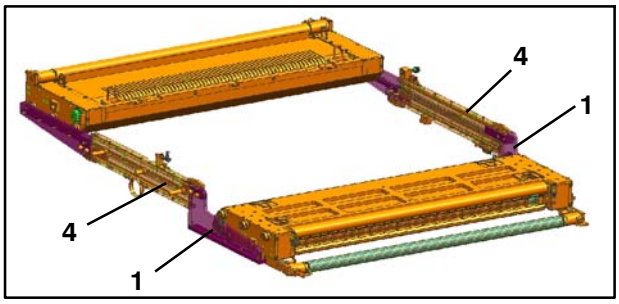
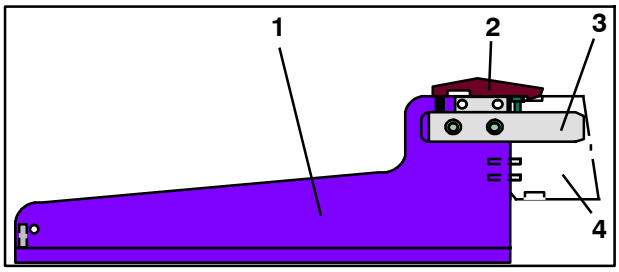

Fig. 37 Cassettes en position de dépose, vue du côté enrouleur
Fig. 38 Dispositif côté enrouleur
6. Côté enrouleur, introduire le dispositif (Fig. 37/1 et Fig. 38/1) dans le rail (Fig. 37/4 et Fig. 38/4) du logement de la cassette, la barre (Fig. 38/3) devant s'insérer dans la rainure du rail avec les goupilles
7. Introduire le dispositif (Fig. 38/1) jusqu'à ce que le cliquet (Fig. 38/2) s'encliquette